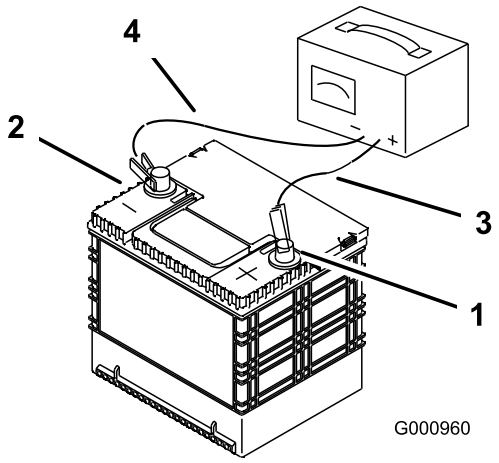

Figur 58
2. Når batteriet er fuldt opladet, skal du tage opladeren ud af stikkontakten og dernæst frakoble opladningskablerne fra batteriets poler (Figur 58).